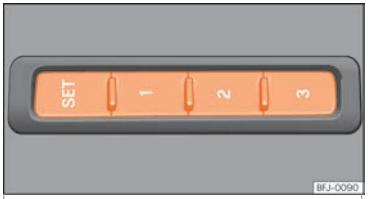

Fig. 116 Sur le côté extérieur du siège du conducteur : touches de mémorisation.
- Appuyez sur la touche SET pendant plus de 1 seconde ››› fig. 116.
- Maintenez la touche SET ››› fig. 116 enfoncée.